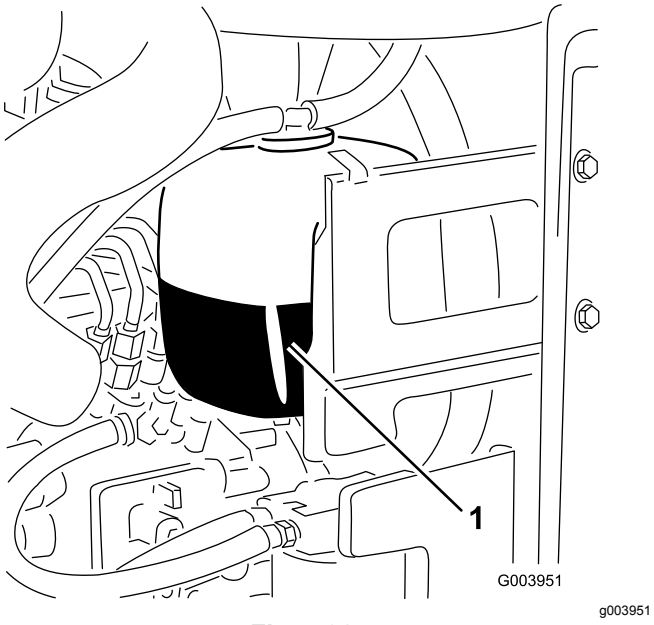

Figur 32
1. Kontrollera kylvätskenivån i expansionstanken (Figur 32).